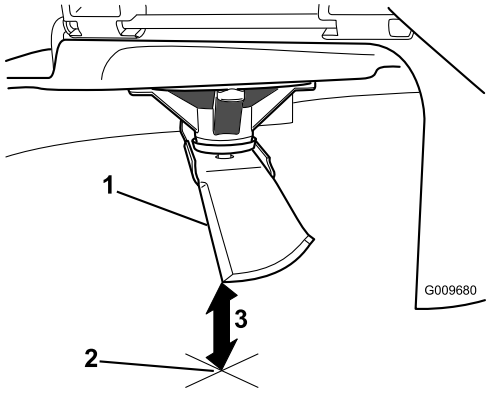

Figur 50
3. Mät från knivspetsen till den plana ytan (Figur 50).